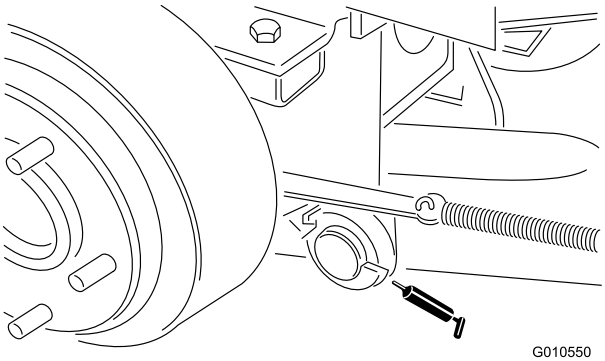

**Figure 16**
- Axes de pivot des bras de relevage gauche et droit (Figure 16)